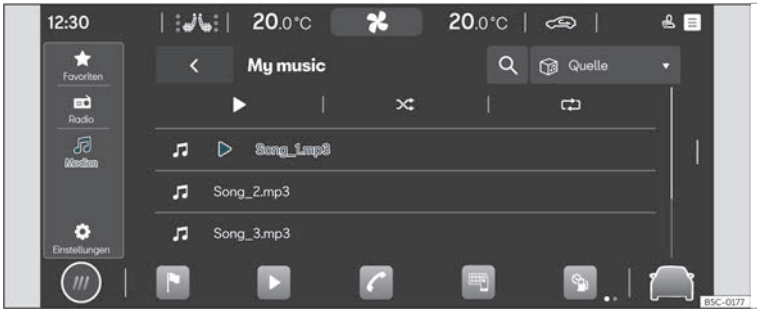

Abb. 132 Schematische Darstellung: Ansicht Medien
- Drücken Sie **HOME** > ▶ > ♫ >>> **Abb. 132**.